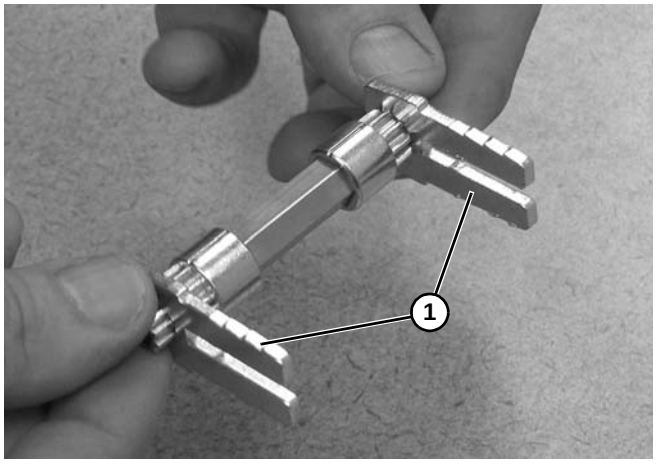

Figure 101
6. Remettre en place les plaques de retenue **(Figure 101, élément 1)** en les glissant.